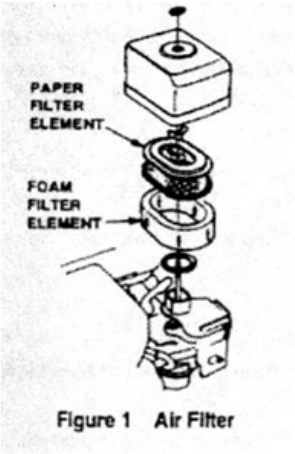

Figure 1 Air Filter
2.To clean or replace air filter loosen the wing nut on the air filter housing (Figure 1), remove the cover and take out air filter cartridge. If only cheaning of the air filter is desired blow through the air filter cartridge from the inside, moving a jet of dry compressed air up and down until all dust is removed.